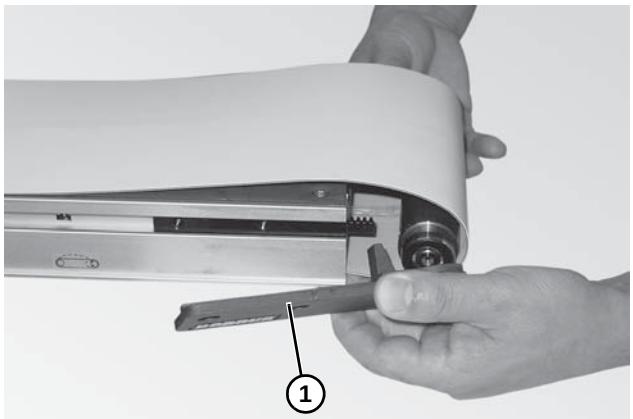

Figure 56
2. Place the head plate **(Figure 56, item 1)** and attach the head plate to the conveyor frame with the two (2) plates removed. tighten screws 60 in-lb (7 Nm).